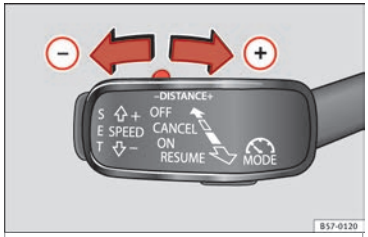

Fig. 183 Control lever: setting the distance.
- To display the distance currently programmed, briefly press the rocking button ››› Fig. 183.